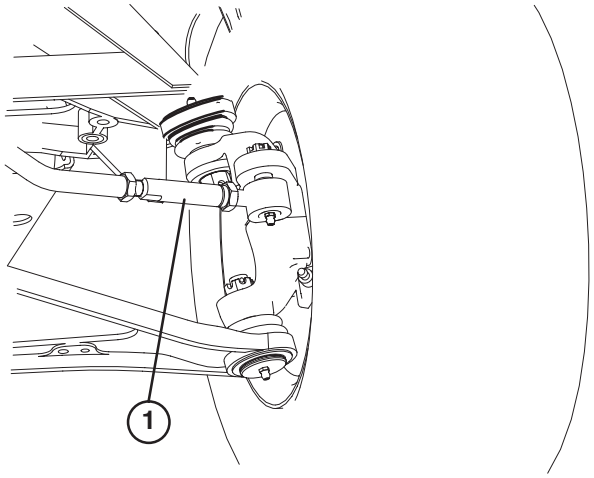

Figure 72
- Sur la roue avant gauche, desserrez les écrous de blocage aux deux extrémités du tendeur (Fig. 72).